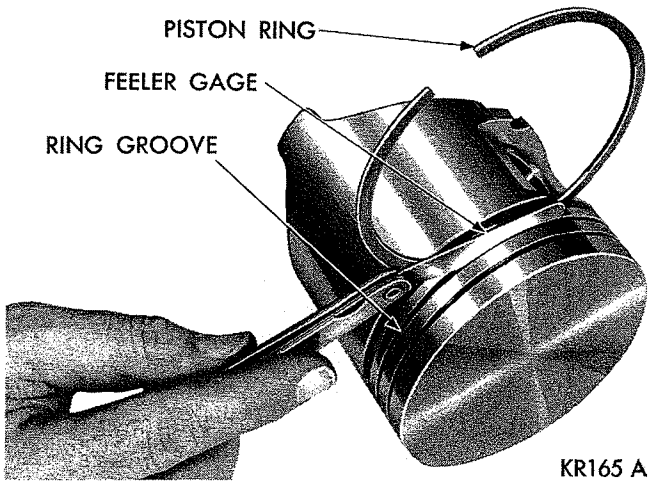

*Fig. 34—Measuring Piston Ring Clearance*
(1) Measure piston ring gap about two inches from the bottom of the cylinder bore in which it is to be fitted. (An inverted piston can be used to push rings down to insure positioning rings squarely in cylinder wall).
(2) Insert feeler stock in the gap. Ring gap should be .010 to .047 inch for compression rings and .015 to .062 inch for oil ring steel rails in standard size bores. Maximum gap in .005 inch o/s bores should be .060 inch for compression rings and .070 inch for oil ring steel rails.
(3) Measure side clearance between piston ring and ring land, (Fig. 34).